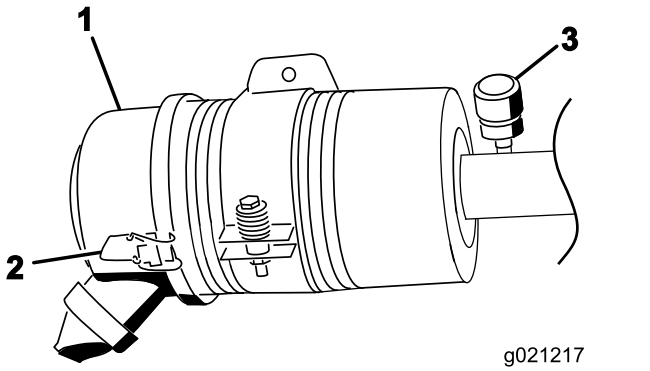

**Figur 72**
Overhal filteret på luftrenseren kun når indikatoren tilsier det (Figur 72). Hvis du skifter filteret før det er nødvendig, øker det bare risikoen for at det kommer inn smuss i motoren når du fjerner filteret.
1. Utløs låsene som fester luftrenserdekslet til luftrenserhuset (Figur 72).